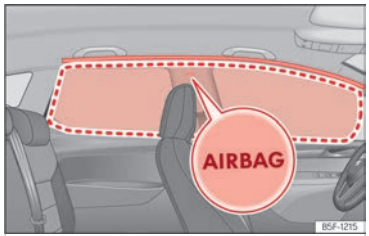

Fig. 34 Ubicación y zona de despliegue del airbag para la cabeza.
Los airbags para la cabeza se encuentran a ambos lados del habitáculo, encima de las puertas ››› **fig. 34** y su ubicación está indicada con la palabra "AIRBAG".
Al dispararse, el airbag para la cabeza ocupa la zona enmarcada (zona de despliegue) ››› **fig. 34**. Por este motivo, nunca se deberán depositar o fijar objetos en esta zona ››› ⚠.
- **Asegúrese de que los niños viajen sentados correctamente en sus asientos y no sitúen la cabeza en la zona de despliegue de los airbags para la cabeza ››› fig. 34, ya que, en caso de dispararse los airbags, estos podrían golpearles y provocarles lesiones graves.**